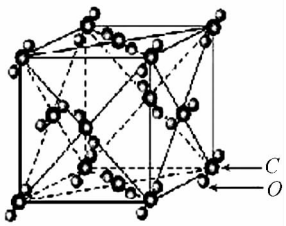

图8
4. 以六面体中某一顶点为中心形成A_1型密堆积——如干冰分子的空间构型，如图8所示。